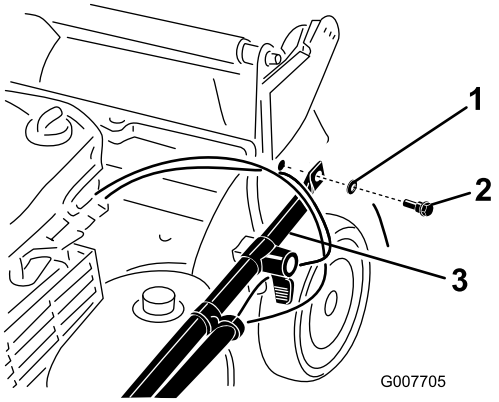

Figur 3
2. Fest håndtaksendene til gressklipperhuset med to skiver og to håndtaksbolter (Figur 3), **men ikke stram til håndtaksboltene.**
Viktig: Før kablene på *utsiden* av håndtaket (Figur 3).